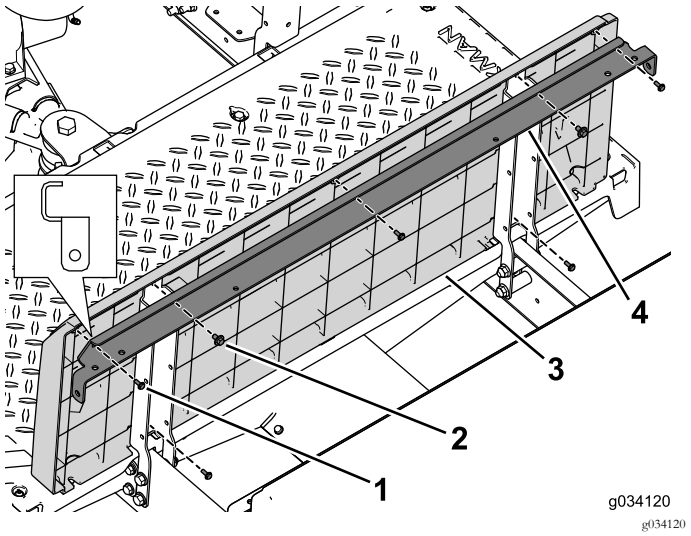

Figura 40
4. Utilize os dois conjuntos de parafuso com anilha (¼" x ½") para prender o suporte angulado e o painel da base do banco ao suporte do banco esquerdo e direito (Figura 40).
5. Utilize os cinco parafusos (N.º 10 x ½") para prender o painel traseiro à travessa do banco e aos suportes do banco (Figura 40).